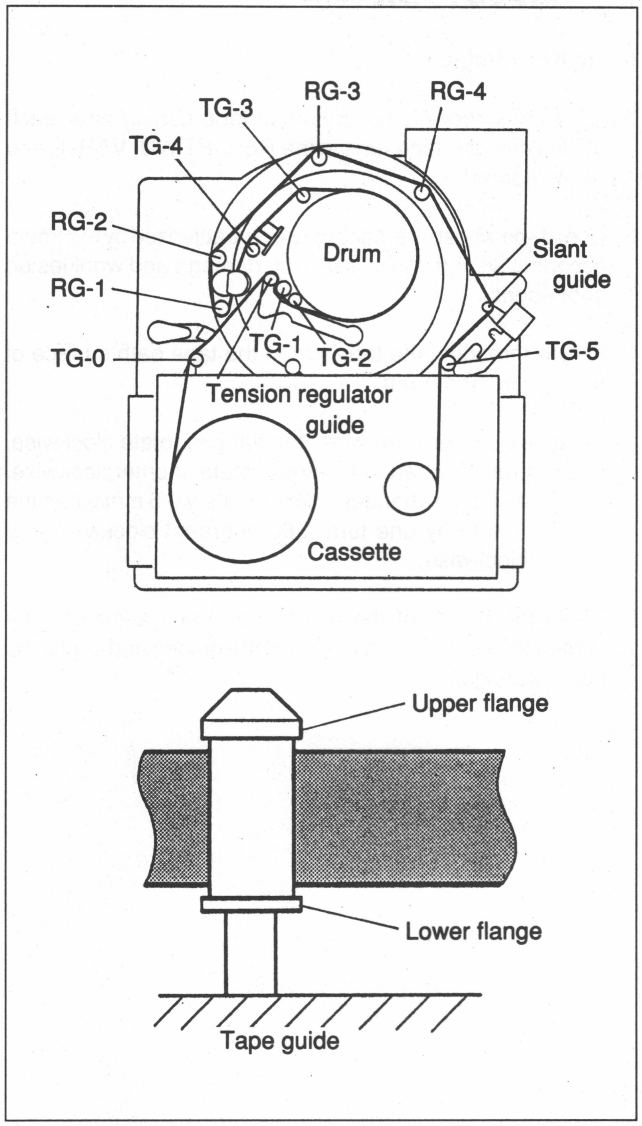

Fig. 8-3-1. Tape Transport Check
1. Put the machine into the REC mode and check the tape transport of the following guides: (Refer to Figs. 8-3-1, 8-3-2 and 8-3-3.)